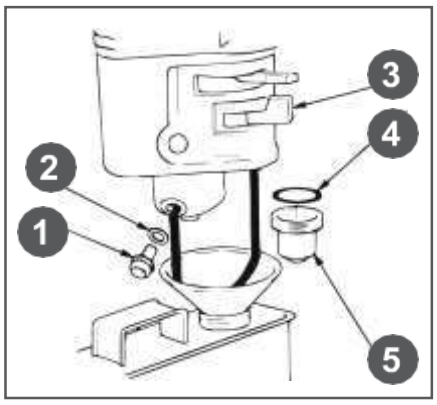

Рис.17 - Обслуживание фильтра-отстойника
3. Открутите болт 1 сливного отверстия и слейте топливо из поплавковой камеры карбюратора (Рис. 17).
4. Открутите стакан отстойника 5, вылейте из него топливо в заранее подготовленную емкость (Рис. 17).